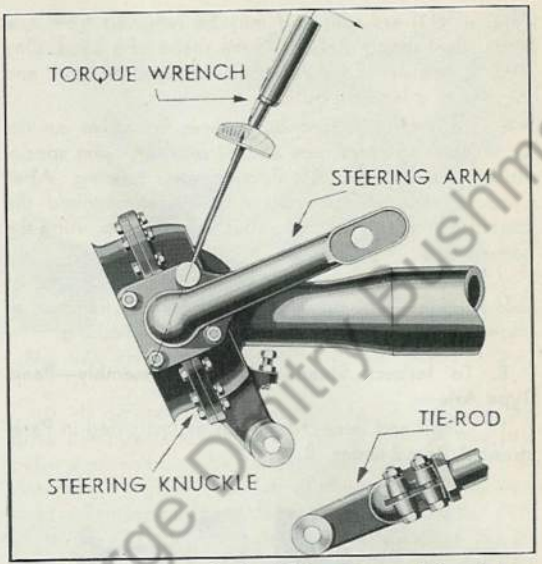
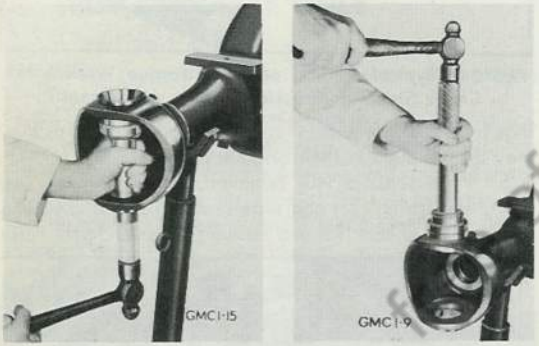

Fig. 24 Typical Method of Using Torque Wrench to Check Steering Knuckle Bearing Adjustment
Fig. 26 Removing and Installing Knuckle Bearing Outer Race—"Banjo" Type Axle
7. Place a torque wrench on one of the cover plate nuts, as illustrated in Fig. 24, and measure torque required to turn steering knuckle with axle shaft removed and tie rod disconnected. Torque wrench scale reading should be 15 to 20 foot-pounds while knuckle is in motion. If more or less than 15 to 20 foot-pounds is required to keep knuckle in motion, change shim thickness until proper adjustment is attained. **Be certain the total shim thickness is always the same at top as at bottom bearing cover plates.**
9. Place torque wrench on one nut of bearing cover plate as illustrated in Fig. 24 and check torque required to turn the assembly. Reading on wrench dial should be 70 to 80 ft. lbs. while knuckles are in motion.
11. Lubricate bushing (6A) and replace knuckle spindle (6) and bushing assembly, brake backing plate and oil deflector on outer flange (7) of steering knuckle support.
6. To remove bearing outer races first drive out the upper bearing outer race and oil retainer, using special driver (J-1660-2, Fig. 26) through lower bearing. After upper bearing and oil retainer have been removed, the lower bearing may be driven out from the top, using the same driver.
3. Install oil retainer and then bearing outer race (34) in upper end of axle housing using driver J-1660-2 as shown in Fig. 26.
5. Place seal inner retainer (30), inner seal (31A) with spring (31) in place on (31A), housing outer end seal (32), housing outer end seal outer retainer (33), and gasket (37) over end of axle housing. It is advisable to use a new gasket. Beveled side of seal (31A) must be towards outer end of axle.
6. Lubricate roller bearings (35) and install in outer races.
9. Install trunnions (39) and (42), seating shims and trunnions solidly. Then replace new lockwashers and stud nuts, tightening securely.
10. Install a torque wrench on one of trunnion stud nuts in same position as illustrated in Fig. 24, and measure torque required to turn knuckle. Torque wrench scale reading should be 10 to 12 foot-pounds while knuckle is in motion. This test must be made with axle snaft removed, with oil seal at inner side of support removed, and with tie-rod disconnected. Add or remove shims to obtain correct adjustment but be sure that the total shim thickness is the same at both top and bottom trunnions. Adjust each steering knuckle separately.
11. After knuckle bearings are adjusted properly put gasket (37) and outer seal outer retainer (33) in place on knuckle support. Place retainer joint at top.
12. Place outer seal (32) in retainer with felt side out and with joint horizontal.
13. Put spring loaded seal (31A) with spring (30) in position with beveled side of seal towards outer end of axle.
14. Put inner seal retainer (30) in position with joint at top and install lower half of housing outer end seal inner retainer (29). Use new lockwashers and tighten cap screws finger tight.
15. Adjust retainer (30) so that its outer edges will just fit inside of outer retainer. This adjustment is important to prevent retainer from scoring housing ball.
16. Install upper half of retainer (29) in the same manner and tighten all screws, drawing them up evenly.
17. Replace axle shaft and universal joint assembly, knuckle spindle (46), oil deflector (47), spacer plate (48), anchor plate and shoe assembly, hubs and drum assembly, and shaft drive flange (50) as instructed in preceding paragraphs under "To Install Axle Shafts—Banjo Type Axle Only."